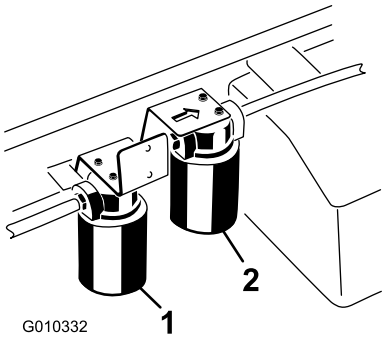

Rysunek 75
3. Umieść miskę drenażową pod filtrem i wyjmij filtr (Rysunek 75).
1. Oczyścić powierzchnię wokół miejsca montażu filtra o wysokim wydatku (Rysunek 75).